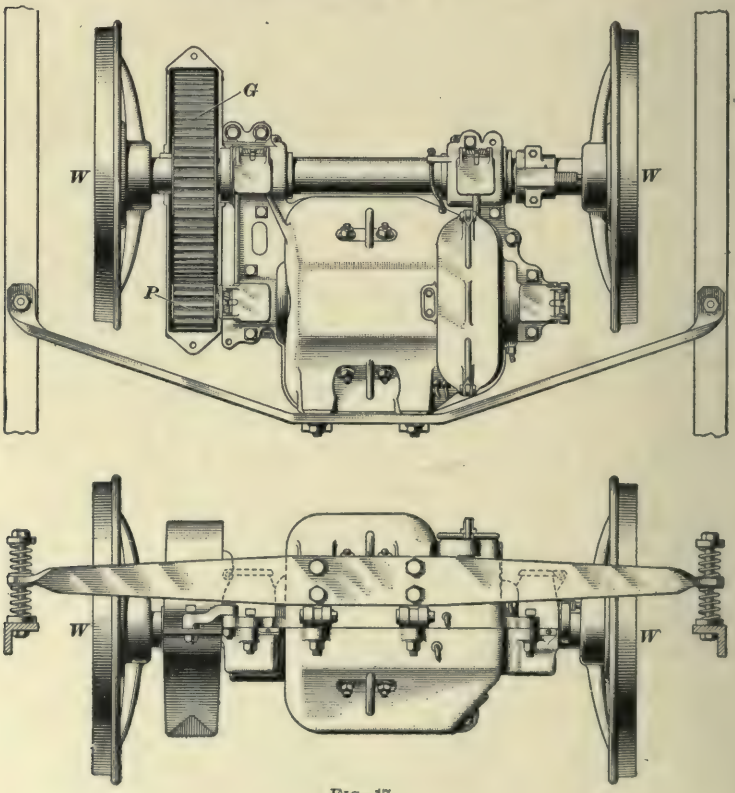

FIG. 17.
**17. Gearing.**—Fig. 17 shows how a street-car motor armature is connected to the car axle; in this figure, *P* is the small gear, called a *pinion*, forced on to the tapered end of